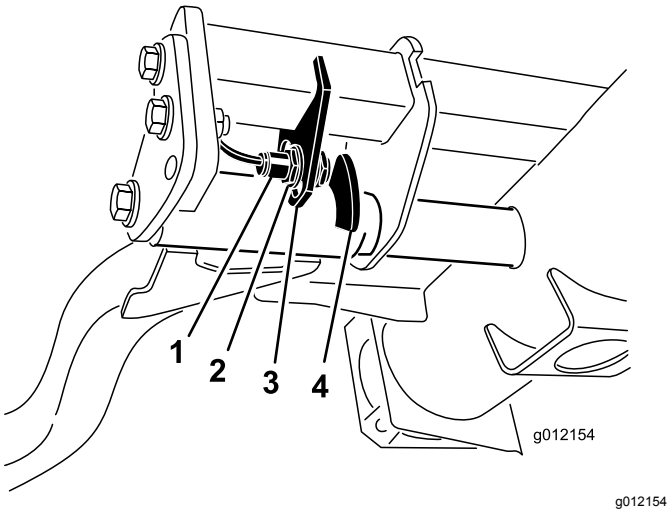

Figur 38
2. Løftearmskontakten er placeret under hydrauliktanken bag løftearmen forrest til højre (Figur 38).
3. Løsn kontaktens monteringsskruer, og flyt kontakten ned for at forøge løftearmens drejehøjde, eller flyt kontakten op for at mindske løftearmens drejehøjde (Figur 38).